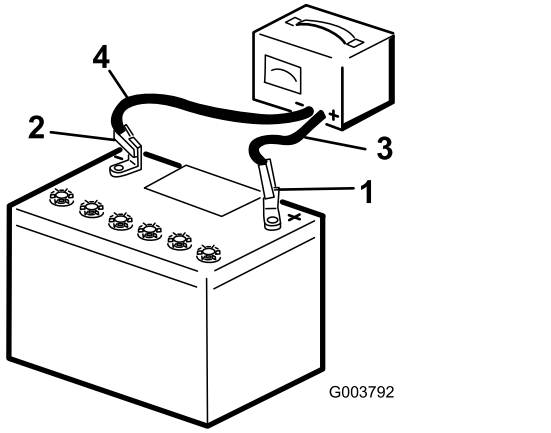

Figur 39
2. Ladda batteriet i 10 till 15 minuter med 25 till 30 A eller 30 minuter med 4 till 6 A (Figur 39). Överladda inte batteriet.
3. När batteriet är fulladdat ska laddaren kopplas bort från eluttaget, och sedan ska laddningskablarna kopplas bort från batteripolerna (Figur 39).